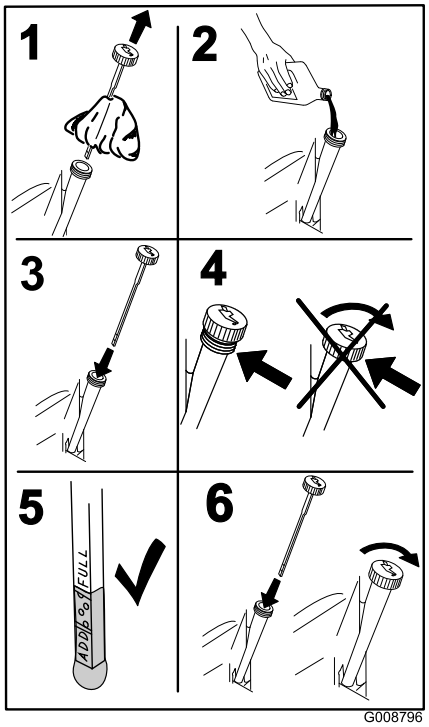

Figur 45
5. Hæld langsomt ca. 80 % af den foreskrevne olie i påfyldningsrøret, og tilsæt langsomt ekstra olie, så oliestanden når op til mærket **Full** (fuld) (Figur 45).